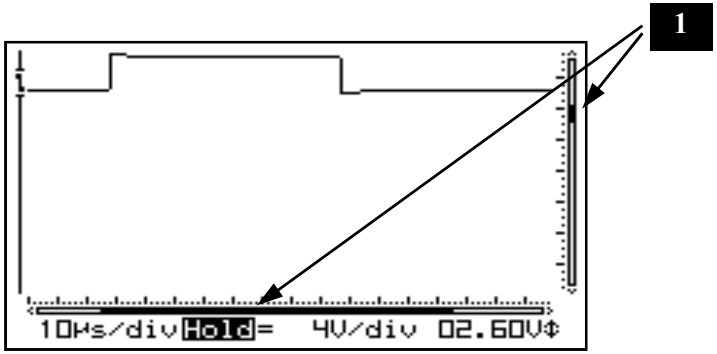

Fig 35
Press first the ‚X/Y-pos' key before pressing the arrow keys in order to move the signal in the direction of the arrows. Prolonged pressing will make the X or Y- position change faster. A black bar **(1)** indicates the relative position of the signal in the sample window, **see fig. 35**
Druk eerst op de ‚X/Y-pos'-toets vóór men de pijltoetsen indrukt voor het verschuiven van v/h signaal in de richting van de pijlen. Langdurig indrukken zal de X of Y-positie sneller verschuiven. Een zwarte scrollbar **(1)** duid de relatieve positie v/h signaal op het scherm**, zie fig. 35**
Enfoncez d'abord la touche "X/Y-pos" avant d'utiliser les curseurs fléchés pour déplacer le signal dans la direction voulue. Maintenez la touche enfoncée pour déplacer rapidement la position Y. Une barre noire (1) indique la position relative du signal dans l'exemple de fenêtre. **(Fig.35)**
Ein schwarzer Rollbalken **(1)** zeigt die relative Position des Signals im Beispielschirm. **(Abb. 35)**